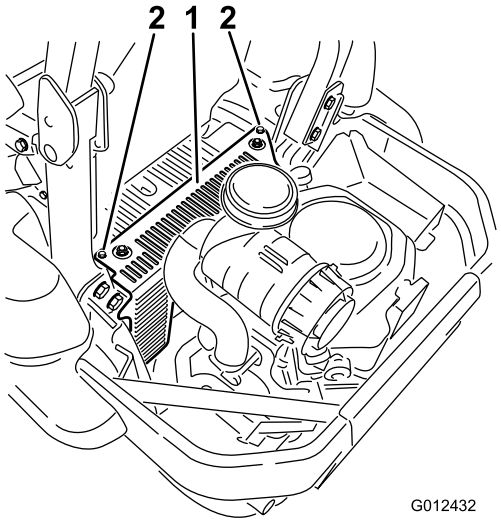

Figur 54
3. Fjern hydraulikenhedens afskærmning og de to bolte, der sidder på den (Figur 54). Dette giver dig adgang til det forreste tændrør.
5. Monter hydraulikenhedens venstre afskærmning (Figur 54).